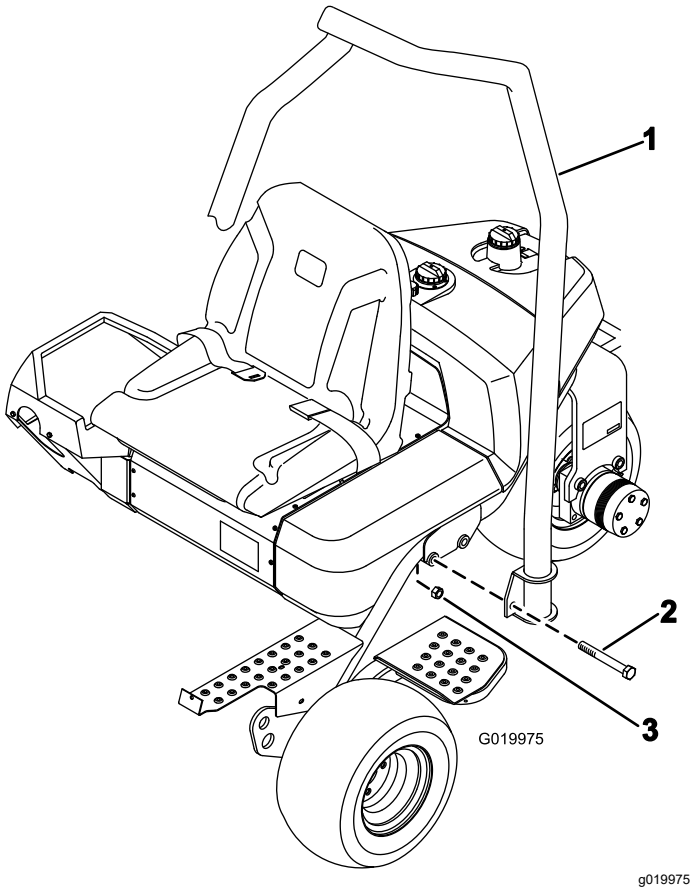

Figur 4
1. Placera störtbågen så att den övre delen av slangen böjs mot maskinens främre del (Figur 4).
2. Sänk ned störtbågen på ramen och passa in den mot monteringshålen (Figur 4).
3. Fäst vardera sidan av störtbågen på ramen med två skruvar (⅝ x 4 ½ tum) och låsmuttrar enligt Figur 4.